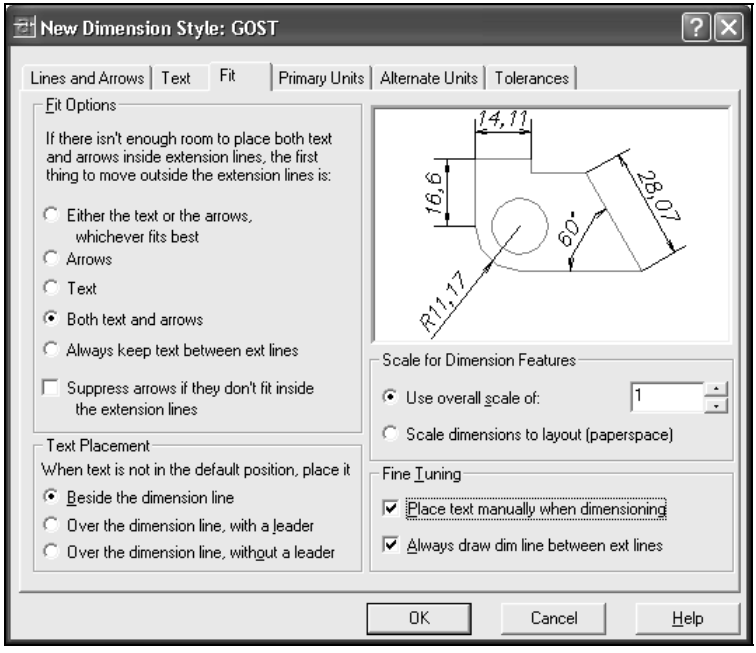

Рис. 11.6. Вкладка **Fit** диалогового окна **New Dimension Style: GOST**
7. На вкладке **Fit** (Размещение) настроить режимы для расположения размерного текста относительно размерной и выносной линий (рис. 11.6).